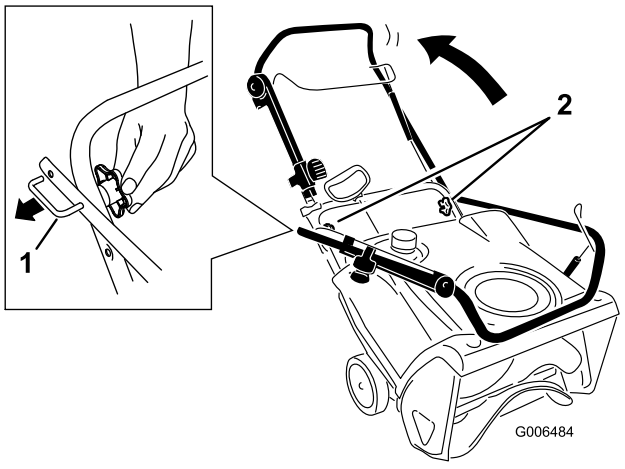

Рисунок 4
1. Ослабьте затяжку головок рукоятки, вытяните фиксаторы "П"-образной рукоятки так, чтобы вы могли свободно двигать рукояткой, и поверните рукоятку в рабочее положение (Рисунок 4).